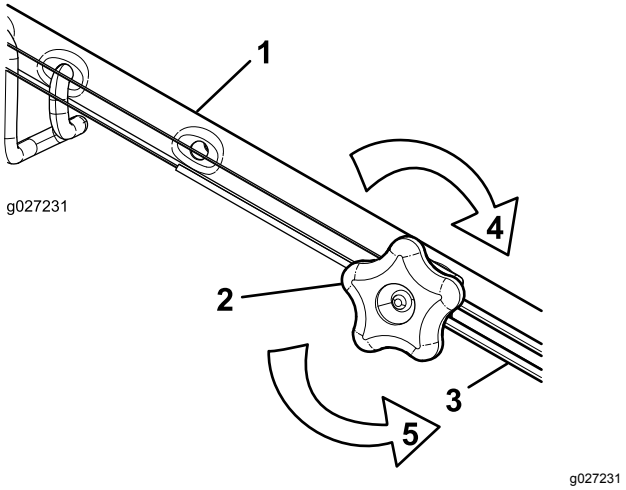

Figura 34
1. Gire el pomo de ajuste en sentido antihorario para aflojar el cable (Figura 34).
2. Ajuste la tensión del cable (Figura 34) tirando del mismo hacia atrás o empujándolo hacia adelante, y sujételo en esa posición.